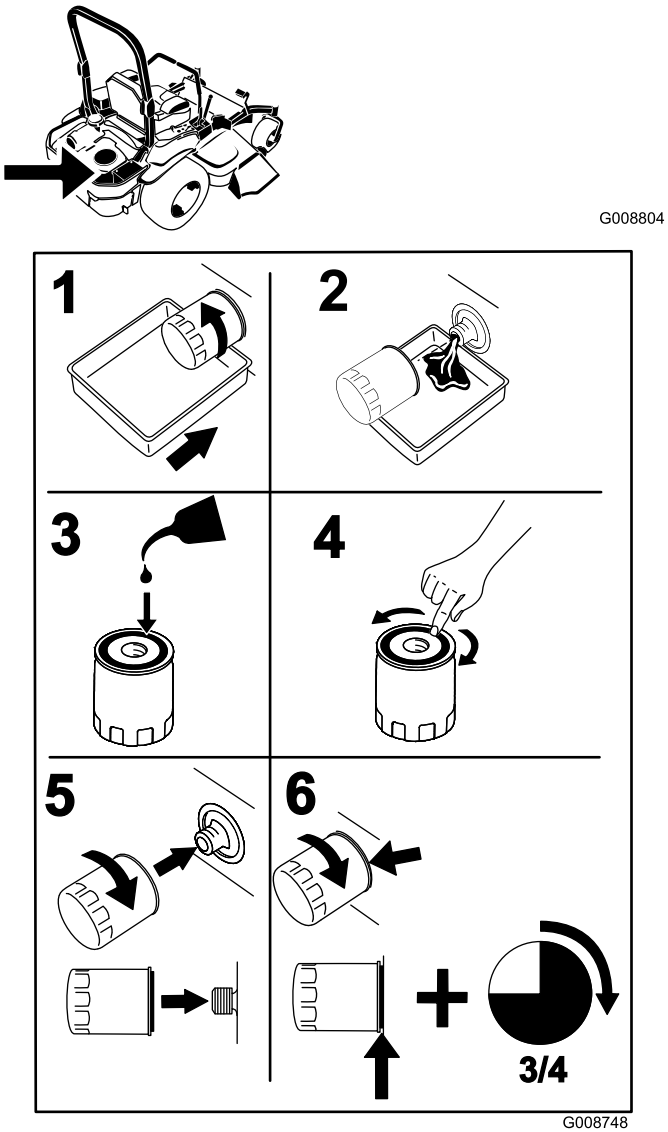

Figure 52
2. Remplacez le filtre à huile moteur (Figure 52).